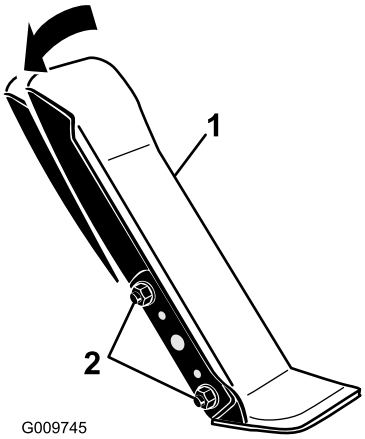

Figur 61
1. Lossa de två skruvarna och muttrarna som fäster gaspedalens vänstra sida vid pedalen (Figur 61).
2. Justera pedalen till önskad funktionsvinkel och dra åt muttrarna (Figur 61).